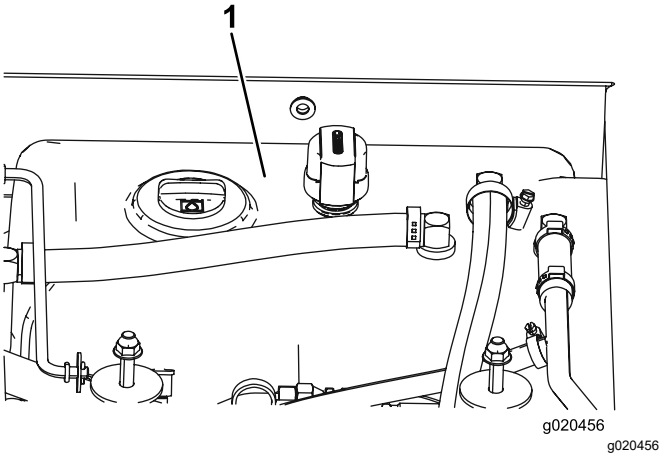

Figur 118
4. Fyll tanken (Figur 118) med hydraulvätska. Se Kontrollera hydraulvätskan (sida 75).